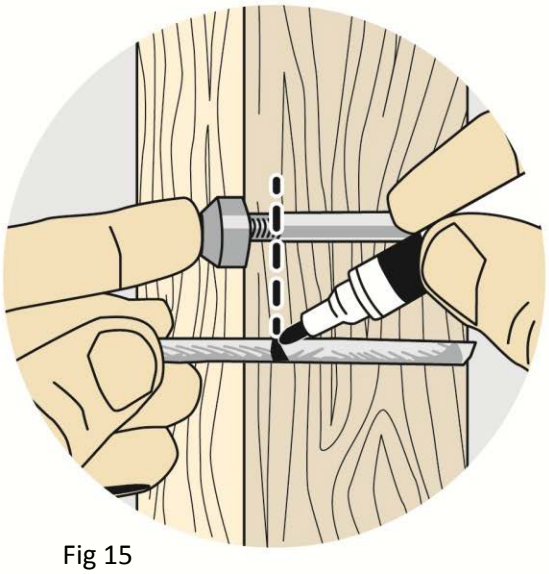
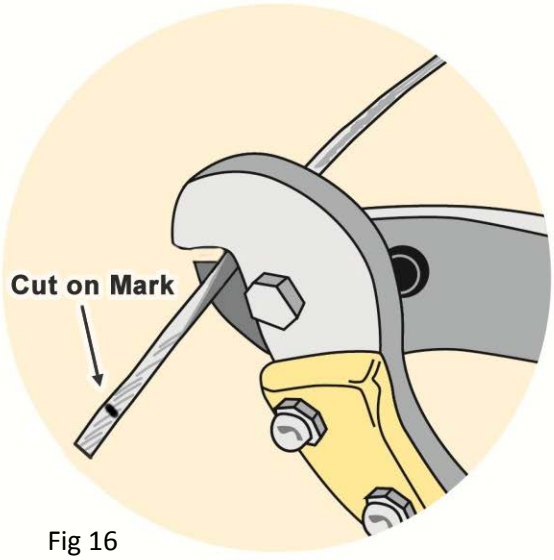

Fig 15
Fig 16
– Position the Swage Button End on the outside face of the post, pull all slack out and hold cable adjacent to the Swage Button End. Mark the cable where it matches mark on the Swage Button End (Fig. 15). Cut cable to its final length (Fig. 16).
– Cut cable to its final length (Fig. 16).